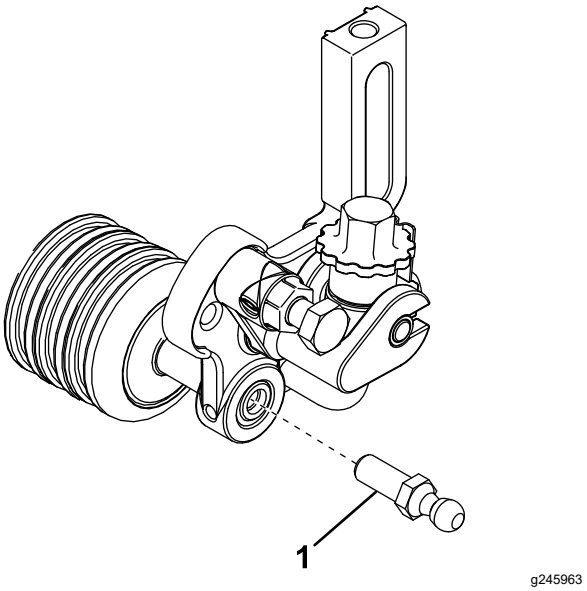

Figur 6
10. Træ en kulebolt på hver side av trimsatsens fremre valser (Figur 6).